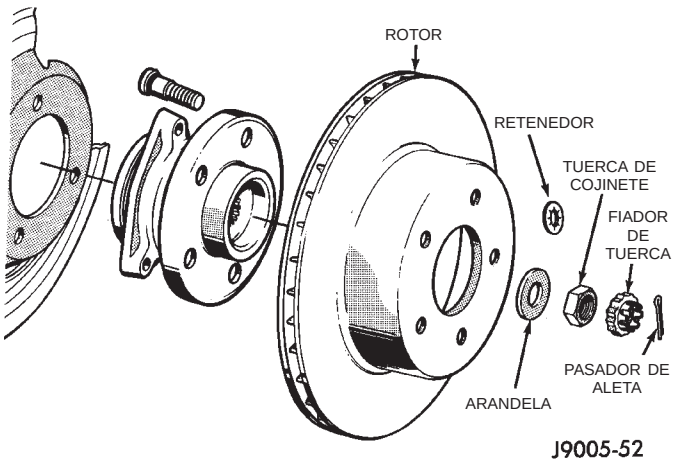

Fig. 33 Rotor y maza
(1) Retire el conjunto de rueda y neumático.
(2) Retire el calibrador.
(3) Retire los pernos espárragos que fijan el rotor a la maza (Fig. 33).
(4) Retire el rotor de la maza.
(5) Si el protector del rotor requiere servicio, retire el conjunto de maza y cojinete delantero.